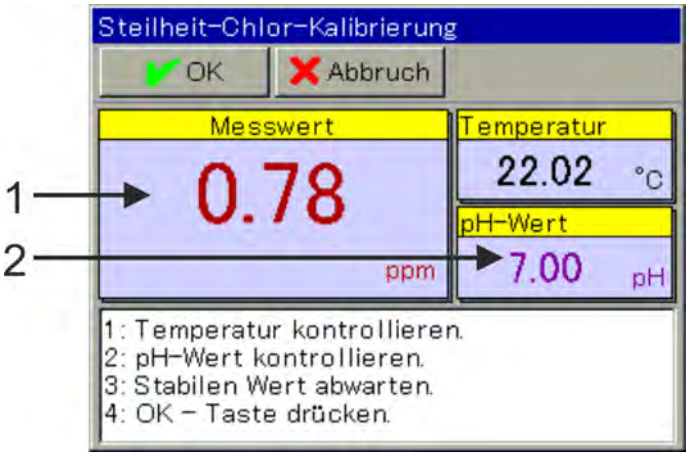

Abb. 84: Steilheit-Chlor-Kalibrierung: pH-Wert-Eingabe
3. Überprüfen Sie die angezeigten Werte der Einflussgrößen pH-Wert und Temperatur. Für beide Einflussgrößen können unabhängig voneinander automatische Erfassungen in den Kalibriervoreinstellungen konfiguriert werden. Bei automatischer Erfassung wird die jeweilige Einflussgröße nur angezeigt und kann hier nicht mehr verändert werden. Ohne automatische Erfassung muss die jeweilige Einflussgröße hier manuell eingegeben werden. Siehe Abb. 84 . Warten Sie eine stabile Messwertanzeige ab und überprüfen Sie den gezeigten pH-Wert. Drücken Sie „OK“.